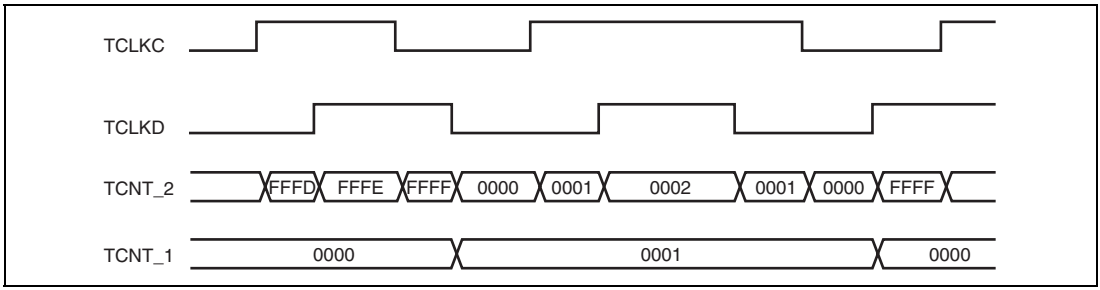

**Figure 10.21 Cascaded Operation Example (a)**
**Cascaded Operation Example (a):** Figure 10.21 illustrates the operation when TCNT_2 overflow/underflow counting has been set for TCNT_1 and phase counting mode has been designated for channel 2.